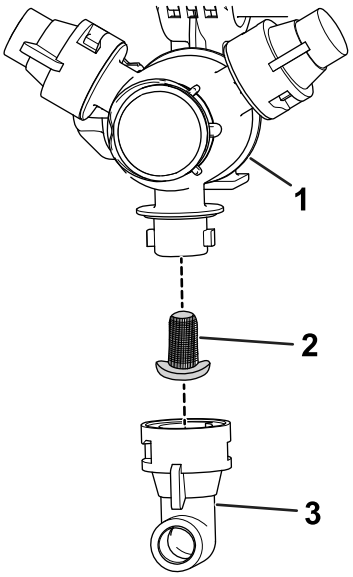

Figuur 112
2. Neem de spuitdop uit de houder Figuur 112
3. Verwijder het oude spuitdopfilter (Figuur 112).
4. Monteer het nieuwe spuitdopfilter (Figuur 112).
5. Monteer de spuitdop op de spuitdophouder (Figuur 112).